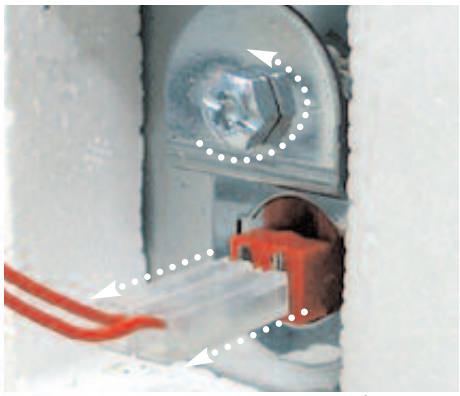

Fig.18.75
2. Pull off the NTC connections. Then remove the NTC from the tank by removing the screws *(see Fig. 18.75)*.